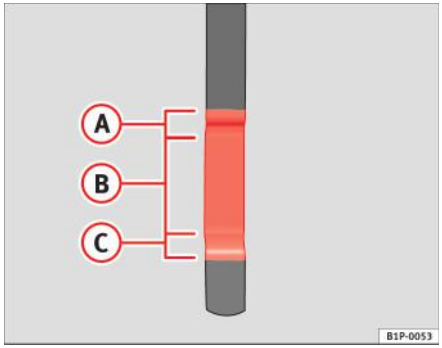

Fig. 143 Joja de ulei.
– Apoi scoateți-o din nou şi verificați nivelul uleiului ⇒ fig. 143. Dacă este necesar, adăugați ulei de motor.